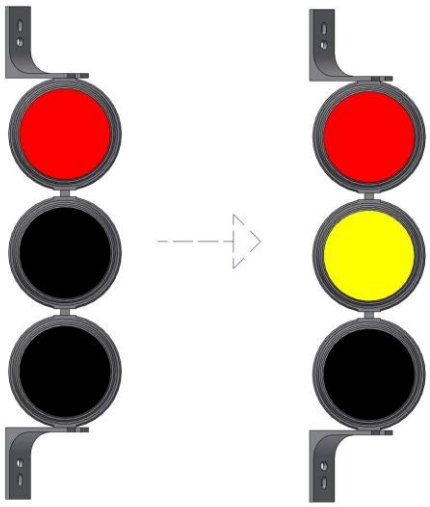

Rysunek 8-11
C. Wciśnij zielony przycisk **START** na panelu sterującym urządzenia. Nastąpi rozruch wentylatorów. Wsiądź do pojazdu i obserwuj sygnalizację świetlną. Na sygnalizatorze poniżej lampy w **kolorze czerwonym** zaświeci się **lampa o kolorze żółtym** informująca o rozruchu wentylatorów – patrz **Rysunek 8-11 poniżej**. Czekaj na zmianę sygnalizacji na **kolor zielony**.